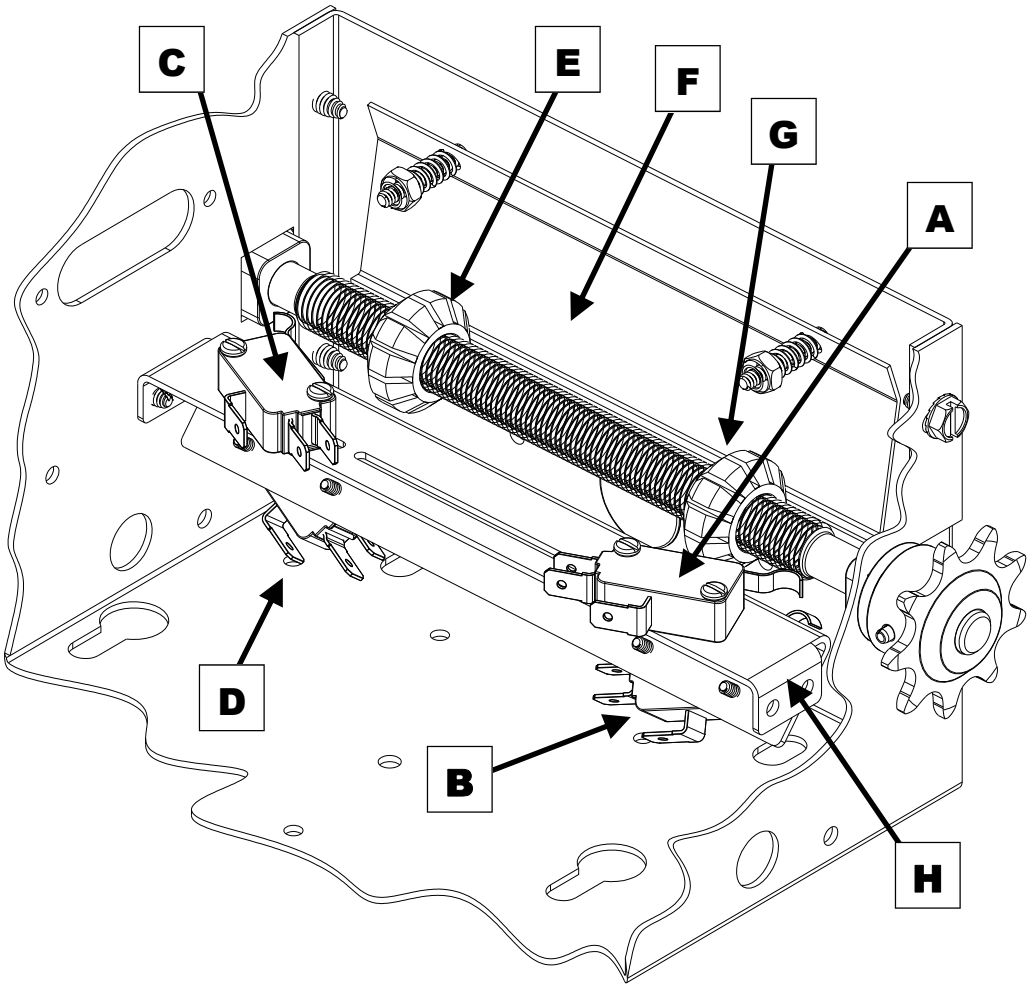

***Figure 6***
1) With the cover open on the electrical enclosure, reference Figure 6 below. There are four (4) switches (A, B, C, and D) mounted to the 'V' bracket (H). The limit switches are mounted in a fixed position to the underside of the 'V' bracket; with the Close Limit switch (B) on the right and the Open Limit switch (D) on the left. The Reverse Cutout switch (A) and the Single Button Selector switch (C, also could be Timer Engage switch depending on the model) are mounted to the top side of the 'V' bracket as shown. The switches are activated by the two limit nuts (E & G) on the threaded shaft which move laterally along the shaft as the operator opens and closes the door. When a limit nut nears the end of the shaft it activates a set of switches, upper switch first then the lower fixed limit switch.
2) Depress the Limit Nut Retention Plate (F) so it disengages from the slots in the limit nuts and move the Limit nuts to the center of the threaded shaft.
4) Depress the limit nut retaining bracket (F) so it disengages from the slots in the limit nuts. Turn the OPEN limit nut (E) on the shaft until it engages both the Single Button Selector switch (C) and the Open Limit Switch (D). You will need to listen for two audible clicks. Release the retaining bracket and be sure that it engages in slots of both limit nuts.
5) Manually lower the door to the fully closed position and repeat Step #3 with the Close Limit nut (G) and Reverse Cutout switch (A) and the Close Limit switch (B).
8) Adjustment of the Reverse Cutout switch (A) or Single Button Selector switch (C) is done at the factory and should not be needed in the field. Moving the Reverse Cutout switch closer to the center of the box will increase the point where the reversing feature cuts out (to allow for irregularity in the floor, etc.). The reverse cutout point is factory adjusted to approx. 4 inches off the floor.